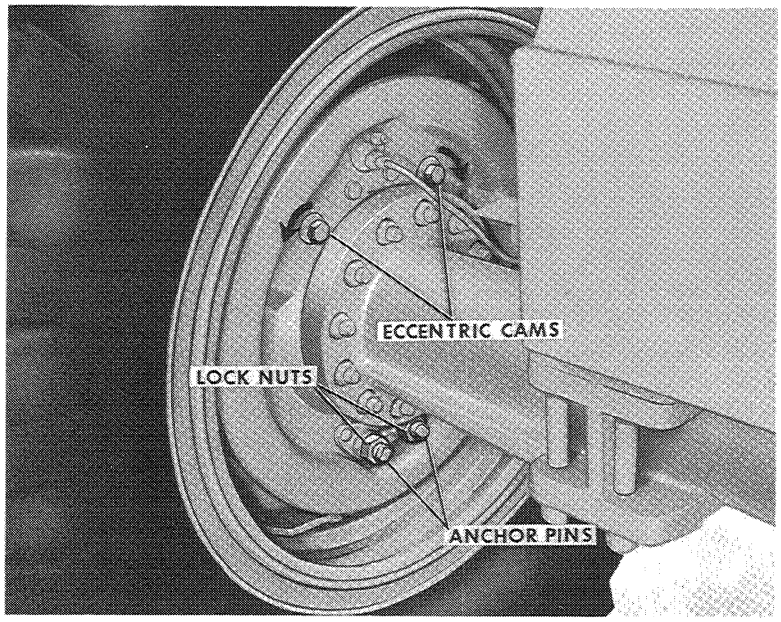

Figure W-26
3. Remove the metal covers from the adjusting slots, insert a brake adjusting spoon through the slotted hole to engage the lugs on the adjusting bolt. To expand the shoes, move the handle of the adjusting spoon down while in the left hand slot, up while in the right hand slot. Refer to Figure W-26.